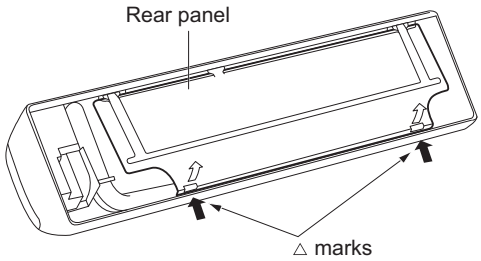

Fig. 2-240
(2) Press the 2 △ marks on the frame cover and disengage the stationary tabs from the frame. (Fig. 2-240)